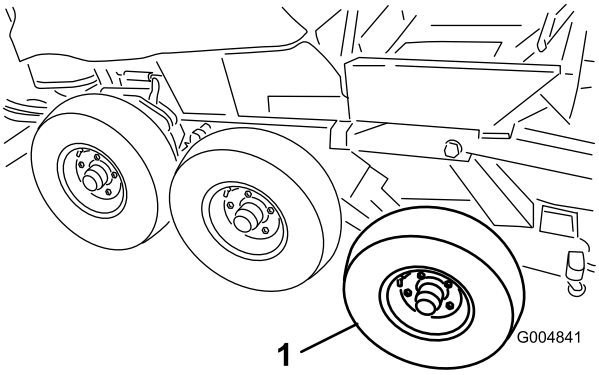

**Rysunek 52**
20. Zdejmij przednie i środkowe koła z zespołu zimowego (Rysunek 52).